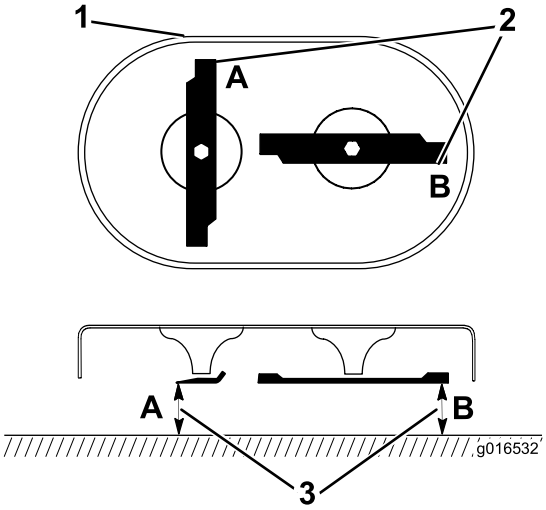

Rysunek 37
1. Obracaj ostrza tak, aby zostały ustawione w sposób przedstawiony na Rysunek 37.
2. Wykonaj pomiar od równej powierzchni do krawędzi tnących w położeniach **A** i **B**, (Rysunek 37), a następnie zapisz oba wymiary.